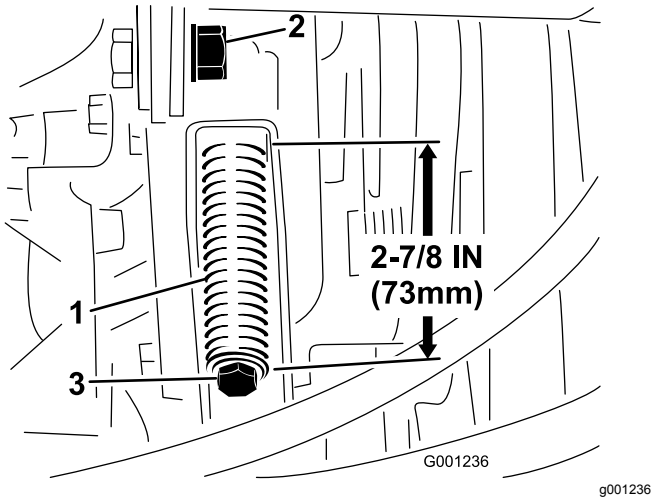

Figur 75
3. Løsn spændstangens kontramøtrik (Figur 75).
4. Brug en 1/2-tommes nøgle til at stramme eller løsne tilspændingsfjederen (Figur 75). Juster fjederlængden til 273 mm.
4. Brug en ½"-nøgle til at løsne tilspændingsfjederen (Figur 75) helt.
6. Monter kraftudtagets nye rem, og spænd remskivens fjeder til en længde på 73 mm (Figur 75).
7. Spænd kontramøtrikken (Figur 75), og luk motorhjelmen.